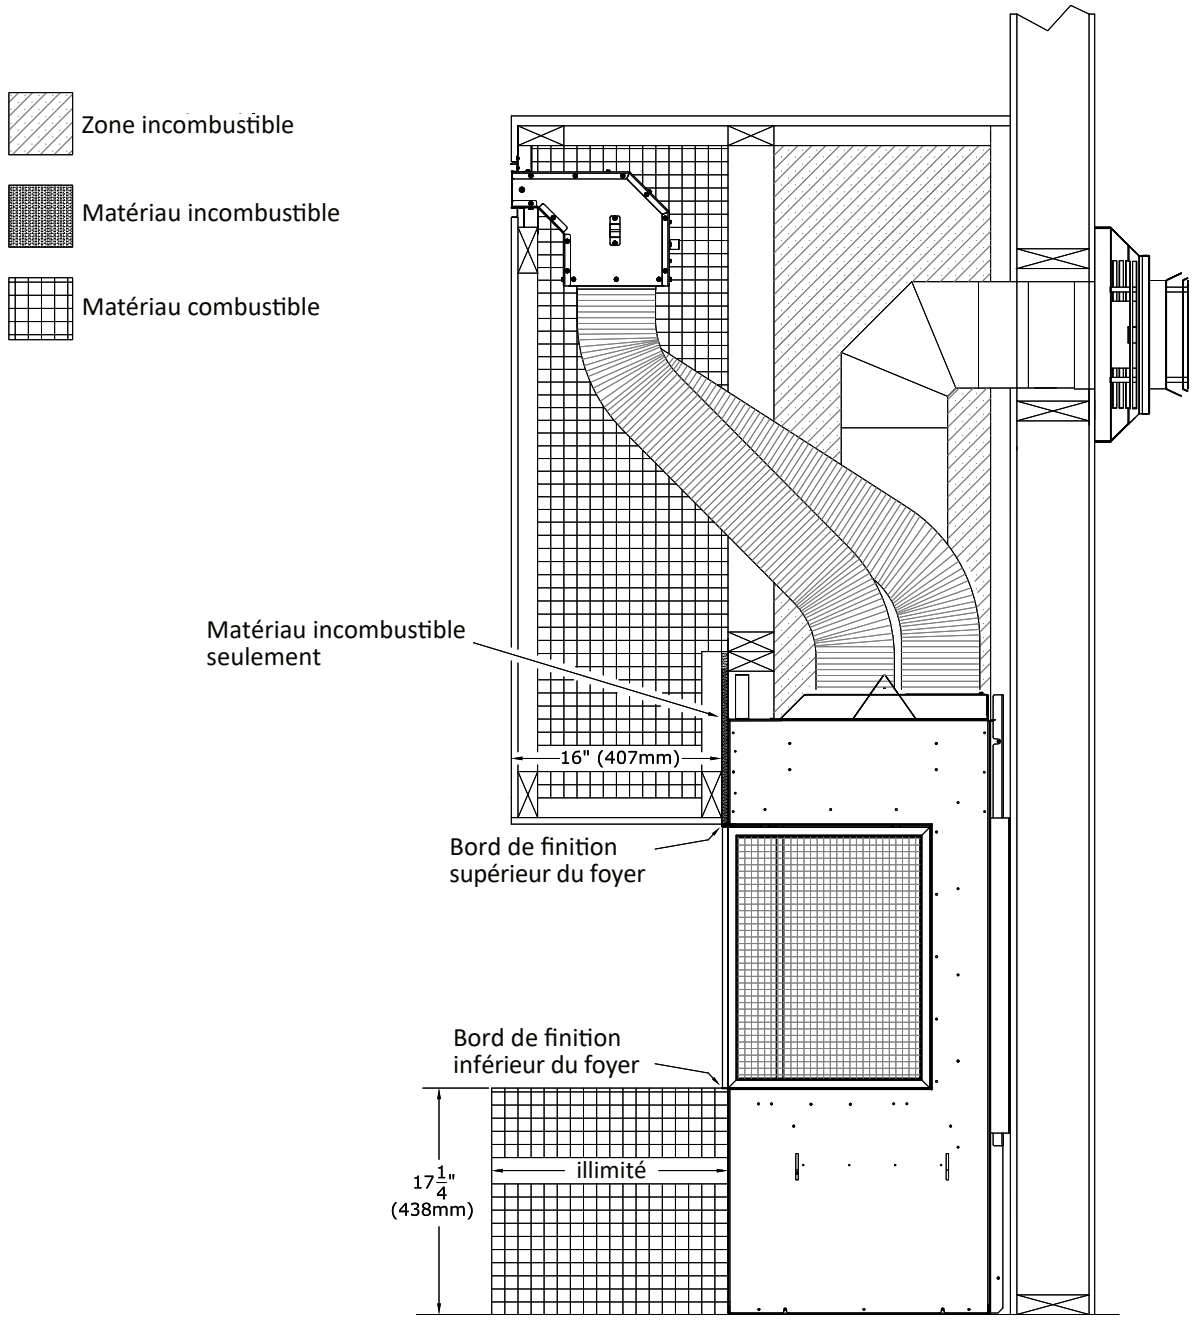

Figure 2.15 - Projections d’enceinte et de l’âtre à l’avant
- **Projection du manteau incombustible:** Un manteau incombustible ayant 16 po (406 mm) de projection maximum peut commencer à 0 po (0 mm) des bords de finition supérieurs et latéraux situés à l'avant et au coté du foyer. Voir les Figures 2.15 et 2.16.
- **Projection d'enceinte incombustible:** Une enceinte de foyer en matériaux incombustibles ayant une projection maximum de 16 po (406 mm) peut être installée à 0 po (0 mm) des bords de finition supérieurs et latéraux situés à l'avant et au coté du foyer. Voir les Figures 2.15 et 2.16.
La Figure 2.15 montre le kit KZK installé dans une projection d’enceinte incombustible ayant 16 po (406 mm) de projection à l’’avant du foyer. Cette projection de 16 po (406 mm) peut aussi s’appliquer à une projection d’enceinte incombustible au côté du foyer.